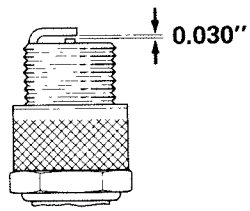

Figure 25
3. Set air gap between electrodes at 0.030 of an inch (Fig. 25). Next, install correctly gapped spark plug with gasket seal and tighten plug to 15 ft-lb. If torque wrench is not used, tighten plug firmly.